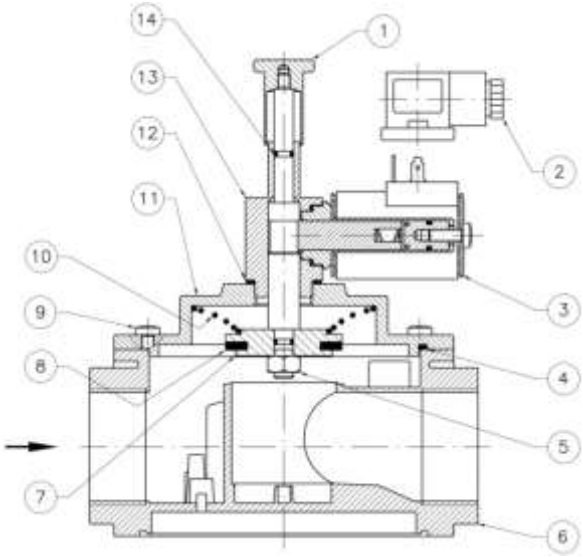

Рис. 2
Клапан (Рис. 2) состоит из: рукоятка механизма возврата (1); электрический коннектор (2); соленоид (3); верхнее уплотнительное кольцо (4); гайка (5); корпус (6); затвор (7); уплотняющая прокладка (8); винты крепления (9); пружина запирающего механизма (10); крышка (11); алюминиевая шайба (12); латунный блок (13); уплотнительное кольцо (14).